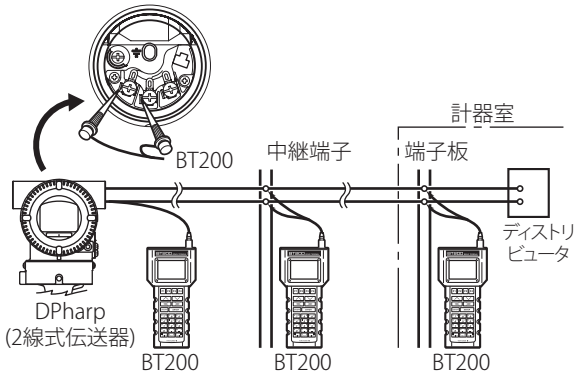

図8.1 BT200の接続
1) 図 8.1 に示すように伝送器と装置を接続し，少なくとも 5 分間ウォームアップします。
伝送器と BT200 との接続は図 8.1 のように端子箱に設けてある BT200 接続用フックに接続する方法と中継端子板などで接続する方法があります。